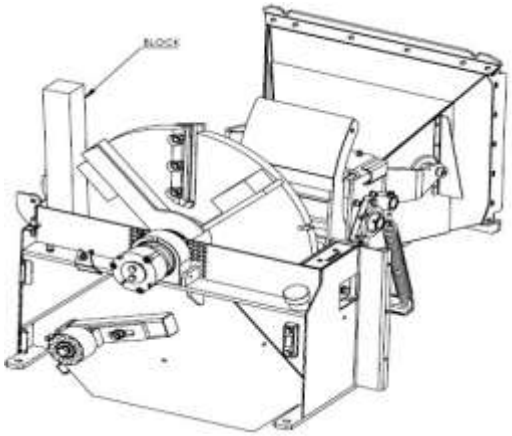

Fig. 1
5. Girare il volano portandolo nella posizione di sostituzione delle lame, quindi inserire la trave di bloccaggio (fig. 1)